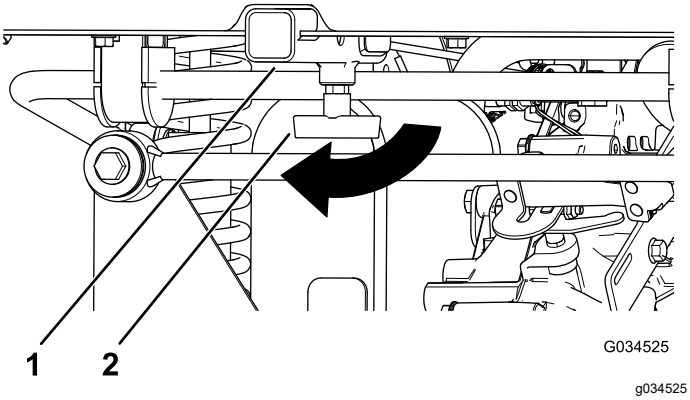

Figur 19
1. Løsn "T"-håndtaget ved at dreje det med uret (Figur 19).
2. Sæt tilbehøret ind i modtageren, indtil hullerne flugter (Figur 19).